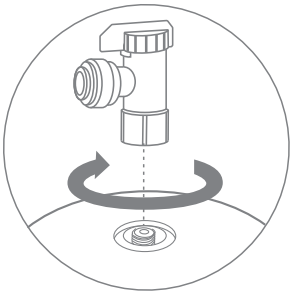

Рис. 16
- Накрутите вентиль на резьбовой штуцер бака, используя идущую в комплекте уплотнительную шайбу (рис. 16). Запрещается применение дополнительных уплотнительных материалов, таких как фум-лента, сантехнический лен, герметик.